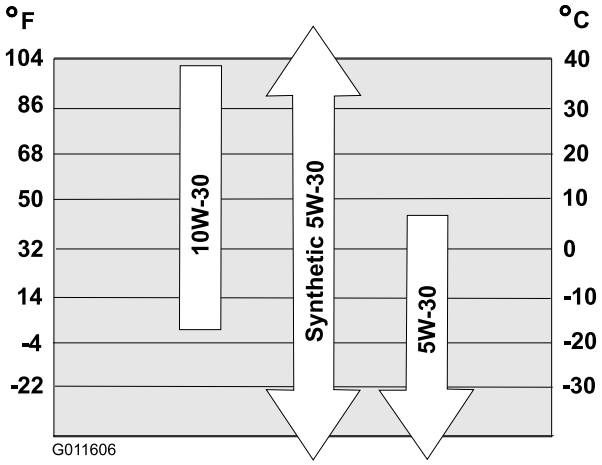

**Rysunek 29**
Wykorzystaj Rysunek 29, aby wybrać najlepszą lepkość oleju dla spodziewanego zakresu temperatur na zewnątrz:
**Informacja:** Napełniaj olejem skrzynię korbową silnika do momentu uzyskania prawidłowego poziomu oleju na wskaźniku, jak pokazuje Rysunek 29. Jeśli wlejesz zbyt dużo oleju do silnika, usuń nadmiar oleju przez spust do przygotowanego naczynia.